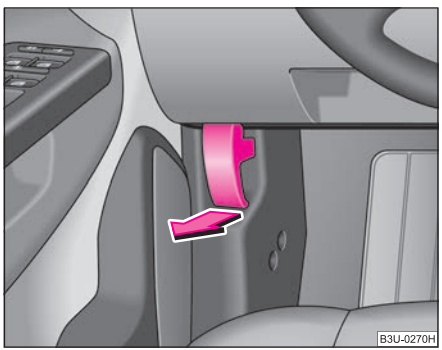

Fig. 172 Bonnet release lever
– Pull the unlocking lever below the dash panel on the driver's side ⇒ fig. 172.
– Unlock the bonnet ⇒ fig. 172.